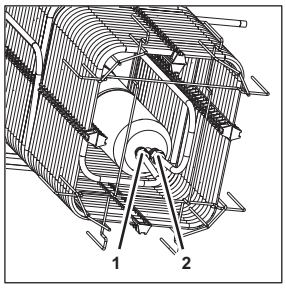

Fig. 60
12. Disconnect the soda cooling line from the coupling (Fig. 60/1).
13. Disconnect the soda water line from the coupling (Fig. 60/2).
18. Attach the soda water line to the coupling (Fig. 60/2).
19. Attach the soda cooling line to the coupling (Fig. 60/1).